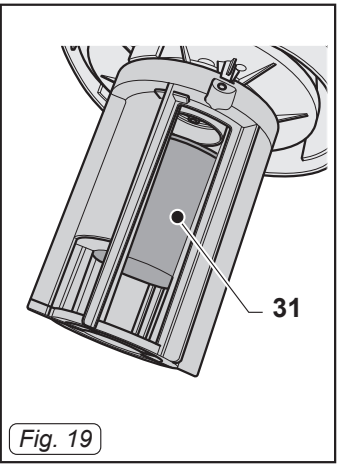

Fig. 19
- Verifier si le flotteur (31 Fig. 19) est en bon état et se déplacer librement dans l'espace.